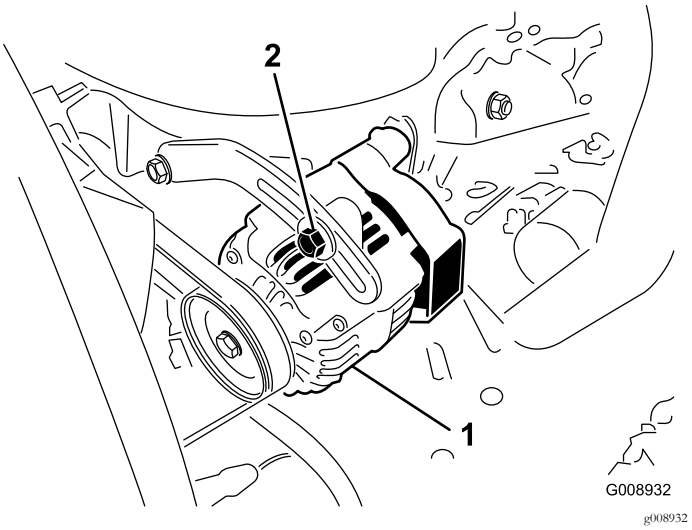

Figur 50
2. Hvis du ikke kan trykke den ned 10 mm, løsner du monteringsboltene for generatoren (Figur 50).